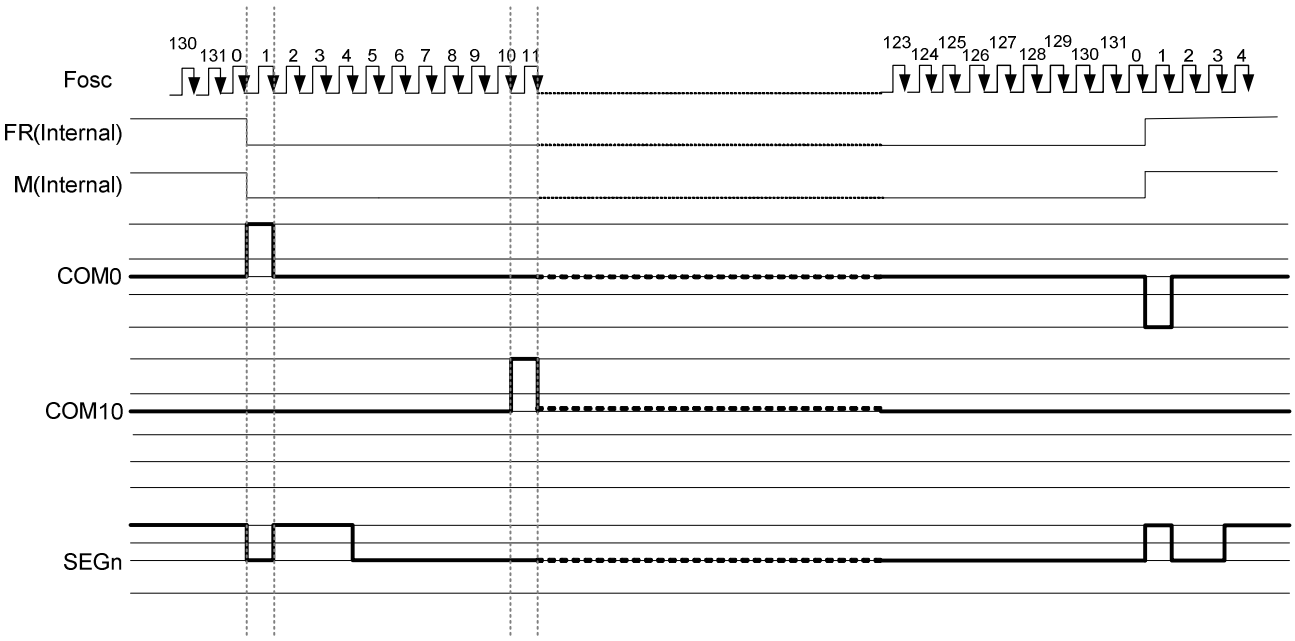

Figure 7.7-1 2-frame AC Driving Waveform (Duty Ratio: 1/132)
This circuit generates some signals to be used for displaying LCD. The display clock , which is generated by oscillation clock, generates the clock for the line counter and the signal for the display data latch. The line address of on-chip RAM is generated in synchronization with the display clock and the display data latch circuit latches the 132-bits display data in synchronization with the display clock. The display data, which is read to the LCD driver, is completely independent of the access to the display data RAM from the microprocessor. The display clock generates an LCD AC signal (M), which enables the LCD driver to make an AC drive waveform, and also generates an internal common timing signal and start signal to the common driver. The frame signal or the line signal changes the M by setting internal instruction. Driving waveform and internal timing signal are shown in Figure 7.7-1.